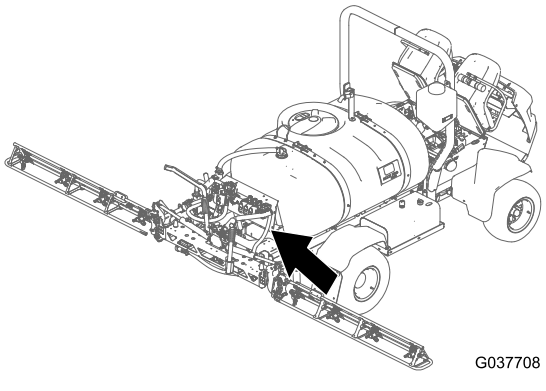
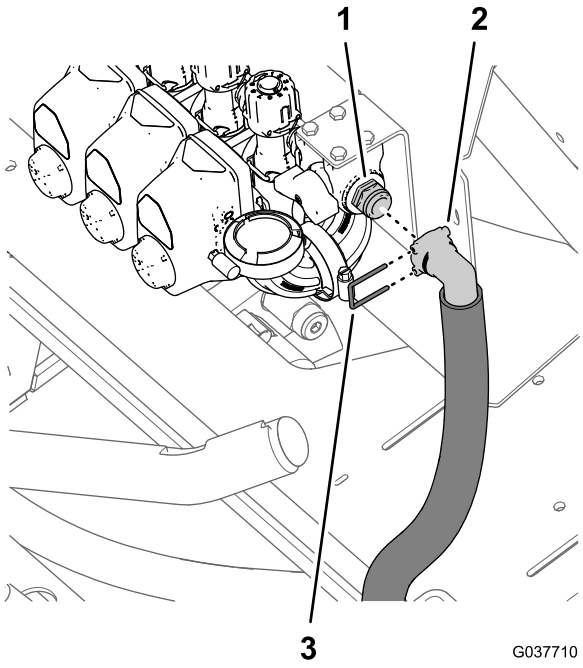

Figuur 77
Figuur 78
1. Monteer de slangpilaar van 90° van de omloopslang – 2,5 x 64 cm op de snelkoppelfitting aan de afsluitklep van de omloop (Figuur 77 en Figuur 78).
2. Bevestig de slangpilaar van 90° aan de snelkoppelfitting. Gebruik hiervoor de borgclip die bij de omloop- en aftapslang geleverd wordt (Figuur 78).